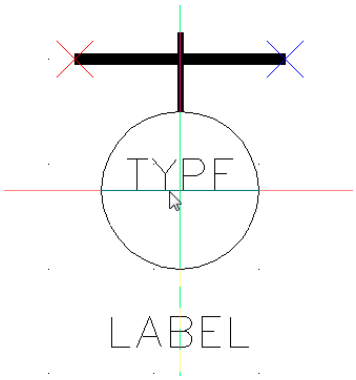

Bild 28.50 – Wahl des Einfügepunktes für den Typ nach DIN EN 62424
- Dann wählen Sie den Einfügepunkt für diesen Text, üblicherweise liegt es zentriert und innerhalb des Hauptsymbols auf der Trennlinie (Abb. 28.50).